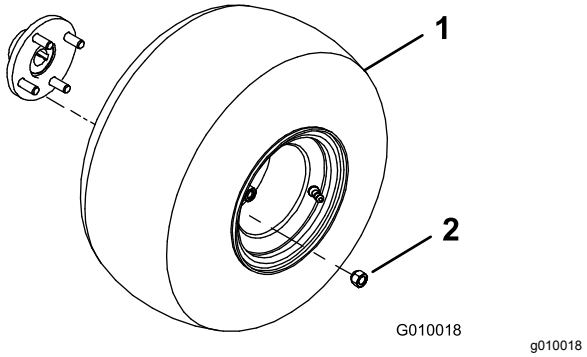

**Figur 3**
2. Montera hjulen på de bakre hjulnaven (Figur 3).
3. Montera hjulmuttrarna (Figur 3) och dra åt dem till 61–75 N·m.